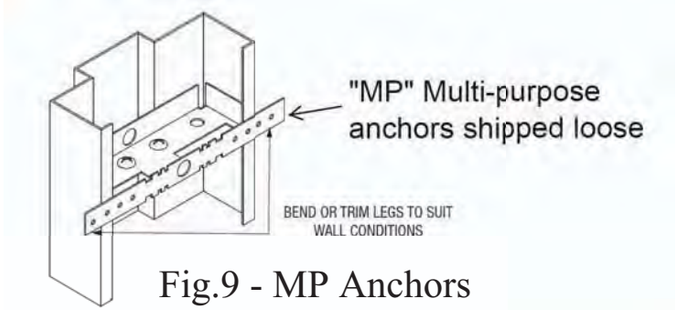

Fig.9 - MP Anchors
b. Install anchors. Position anchors in frame through the throat and tap in with a hammer. Frames may also be supplied with anchors welded in place. (see Fig.9)
f. Insert anchor bolts and tighten securely, checking for frame alignment periodically (see fig. 9).